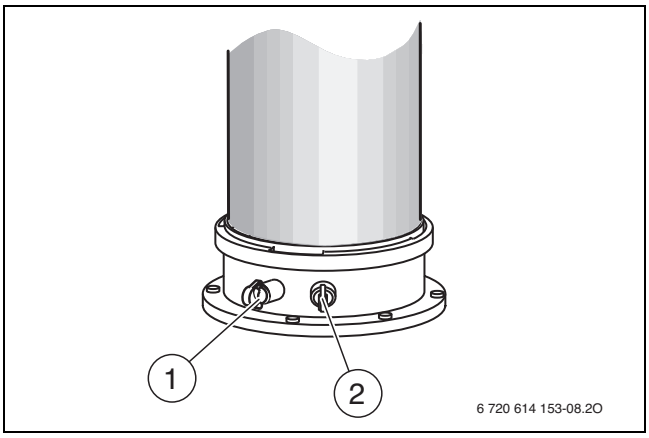

Bild 60 Abgasmessstutzen und Verbrennungsluft-Messstutzen
- ▶ Stopfen am Verbrennungsluft-Messstutzen (→ Bild 60, [2]) entfernen.
- ▶ Stopfen am Abgasmessstutzen (→ Bild 60, [1]) entfernen.